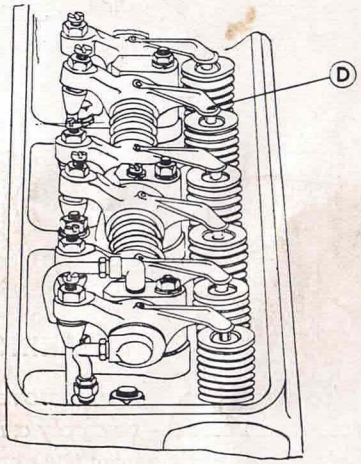

Fig. 3. No. 3 Exhaust Valve
3. With the ignition "off" turn engine over until distributor rotor is approximately under No. 1 high tension terminal. If distributor has been removed turn engine over until No. 3 cylinder exhaust valve "D," Fig. 3, starts to open. Continue to turn slowly until the "Adv." mark on flywheel comes directly opposite the index line on flywheel housing. This is the position to fire No. 1 cylinder.